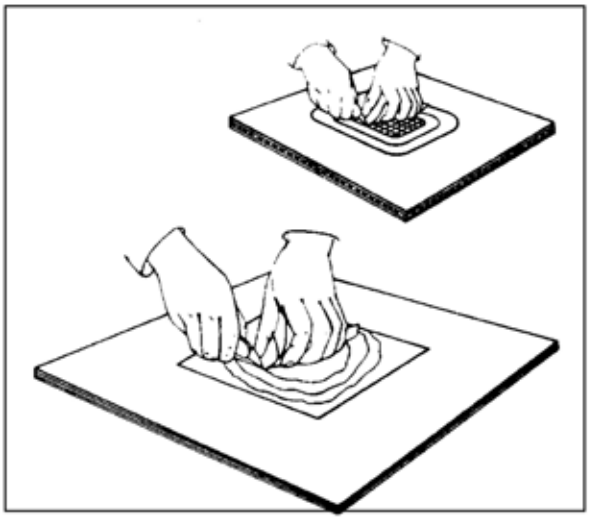

FIGURE 3-8. Carefully cut through each layer of fiberglass cloth and remove it from the damaged area.
(1) The configuration of the repair should be that which will remove the least amount of sound material. Extend the cleaned-out area for a distance equal to the number of plies to be removed, less 1 inch. For example, if you must remove three plies, extend the repair for 2 inches beyond the cleaned-out area. Each layer should be 1 inch beyond the layer below. Use a sharp knife or other type of cutter to cut through the top layer, being careful not to damage the underneath layer. Use several passes with the knife rather than one deep cut. (See figure 3-8.)
(2) Begin with one corner of the patch and carefully pry it loose and peel it up until all of the layer is removed. Next, mark the exposed layer 1/2 inch inside the opening and carefully cut and remove it. Continue until you have removed all of the damaged or delaminated layers.